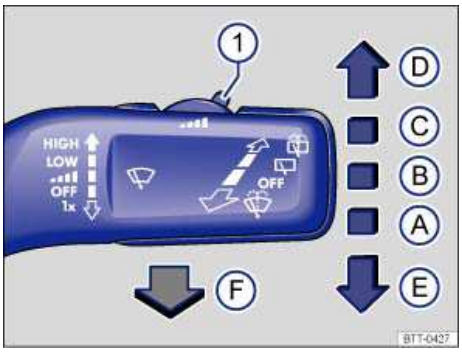

**Fig. 89** Operating the front windshield wipers.
| (B) | | Intermittent wiping for the windshield.Adjust the interval settings with switch ⇒ fig. 89 (1). |
- Press the windshield wiper lever down briefly ⇒fig. 89 (E) when the ignition is off.
Carefully fold the wiper arms back onto the windshield before driving! Switch the ignition on and press the windshield wiper lever down briefly ⇒ fig. 89 (E). The wiper arms move back to their original position.